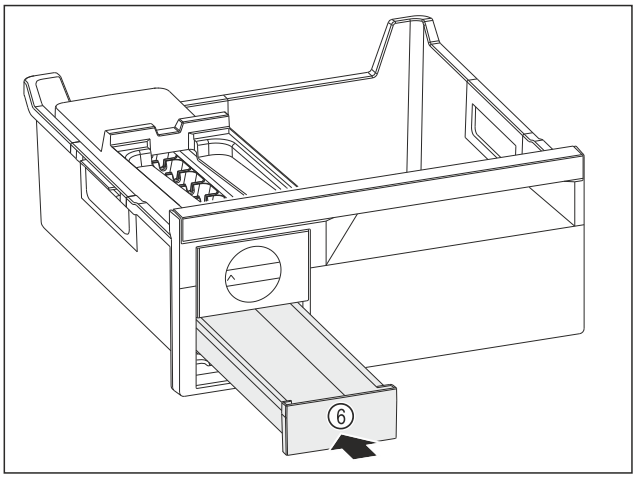

Fig. 110
▶ Insérer le compartiment à glaçons *Fig. 110 (6)*.